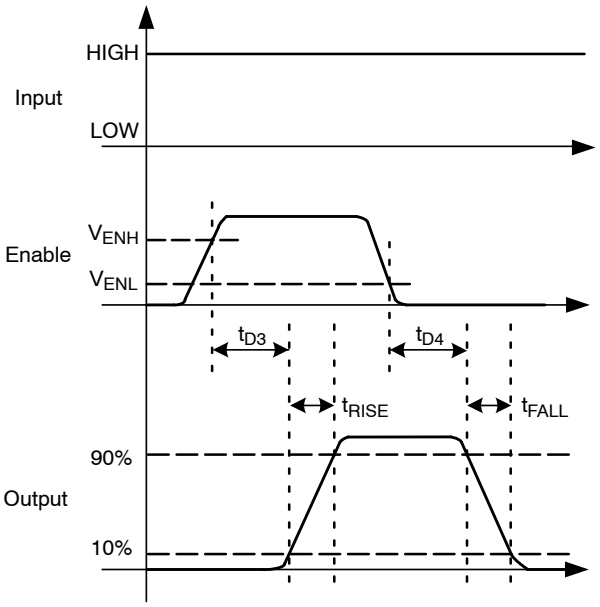

Figure 9. Non−Inverting (IN HIGH)
11. See Timing Diagrams of Figures 9 and 10.